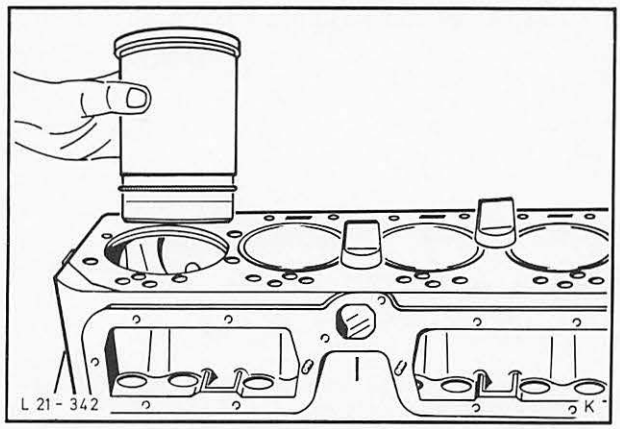

Abb. 91 Laufbüchse in Zylinderblock einsetzen
5. Laufbüchse mit einer neuen Gummidichtung versehen, in den Zylinderblock einsetzen, Abb. 91, und mit Halteschraube 21-088 festhalten.